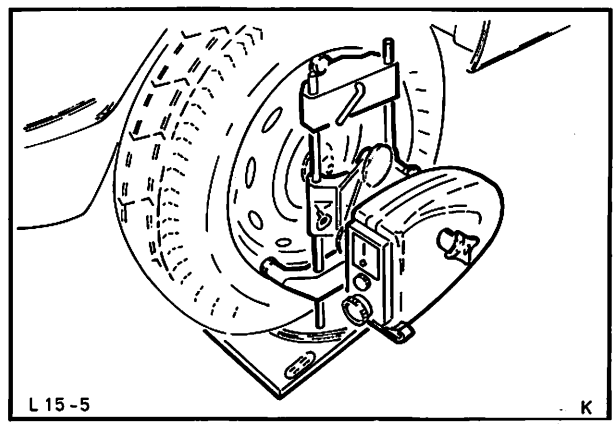

Abb. 13 Rollschiebeplatten unter die Hinterräder setzen
3. Rollschiebeplatten unter die Hinterräder setzen und Fahrzeug ablassen, Abb. 13. Hinterwagen mehrmals kräftig nach unten drücken, um die Hinterachsaufhängung in die vorgeschriebene Ruhelage zu bringen.